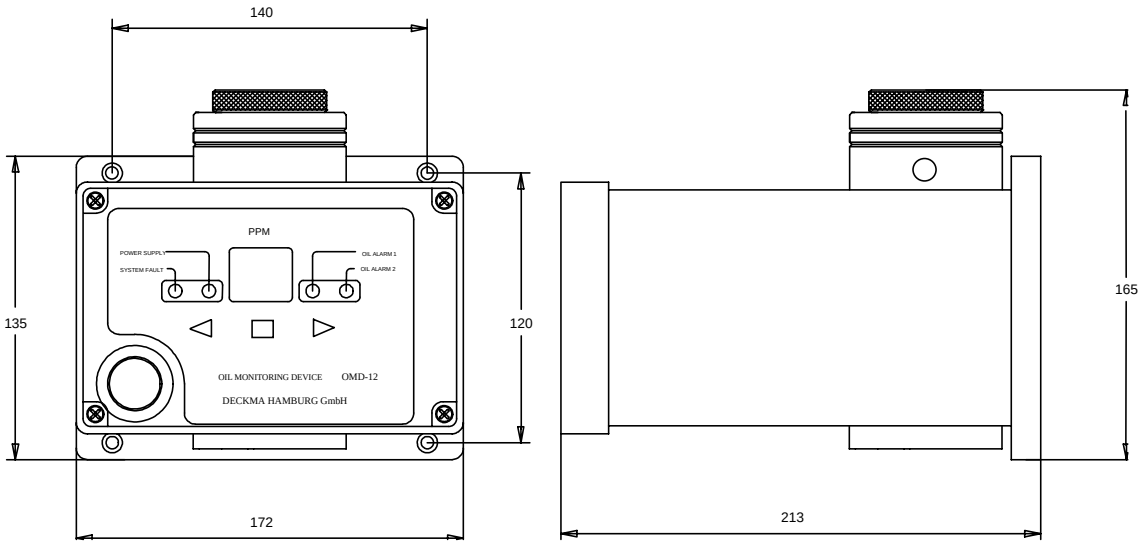
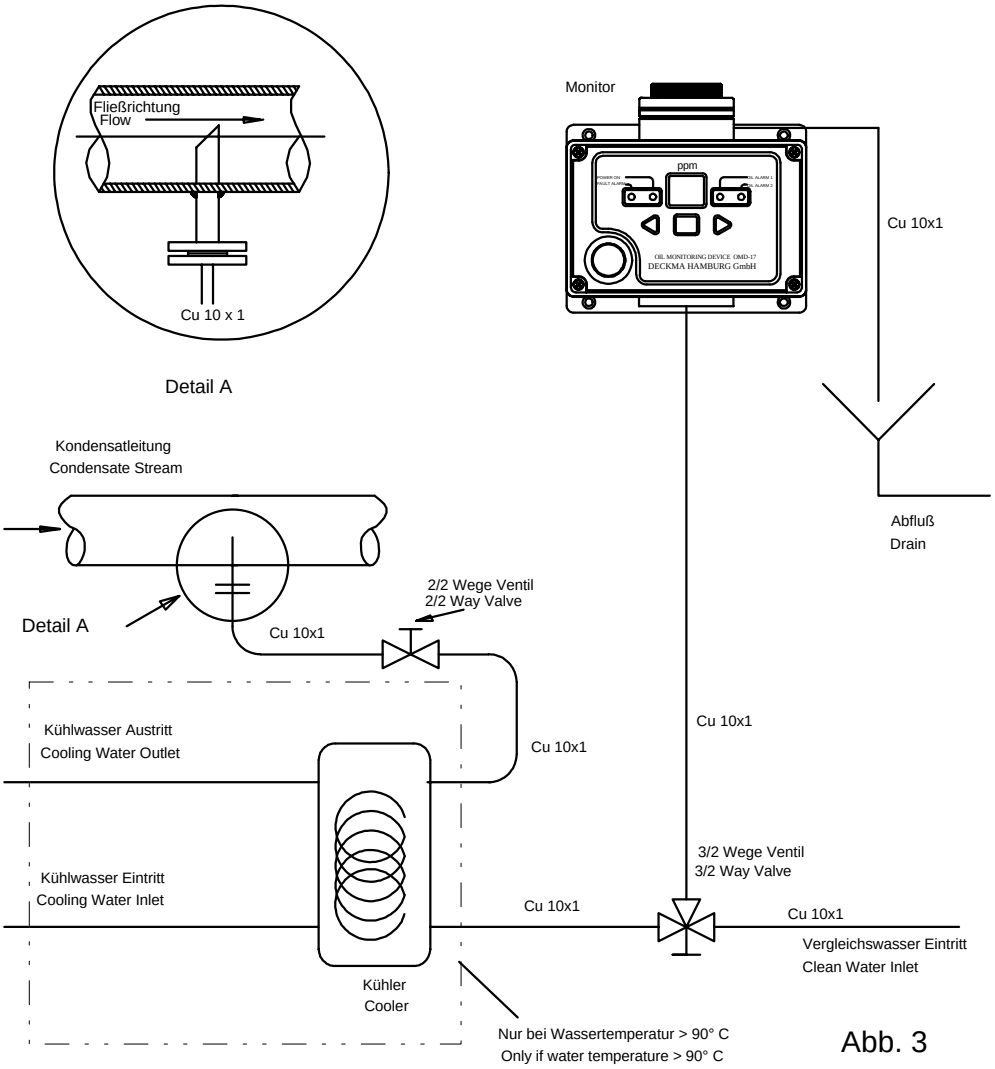

Fig. 2
Abb. 3
6.0 INSTALLATION (Refer to Fig. 2 and Fig. 3)
7.0 PIPING (Refer to Fig. 3)